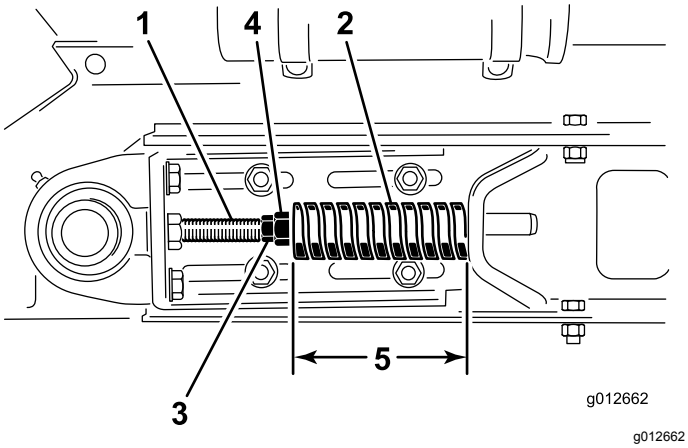

Figur 20
3. Løsne låsemutteren (Figur 20).